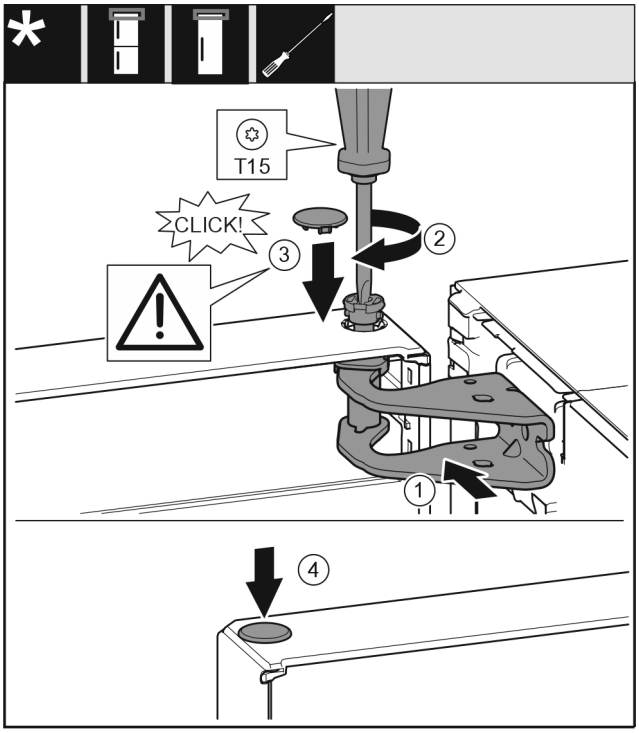

Fig. 25
- ▶ Aliniați ușa sus spre deschizătură în suportul de lagăr *Fig. 25 (1)*.
- ▶ Introduceți bolțul *Fig. 25 (2)* și înșurubați-l ferm cu șurubelnița.
- ▶ Montați capacul *Fig. 25 (3)*.
- ▶ Controlați să fie capacul *Fig. 25 (3)* așezat pe ușă.
- ▶ Montați capacul *Fig. 25 (4)*.